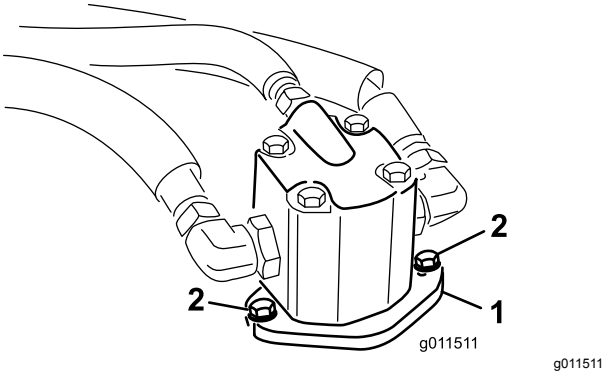

Figur 78
4. Fjern boltene, som fastholder hydraulikmotoren på plæneklipperskjoldet (Figur 78).